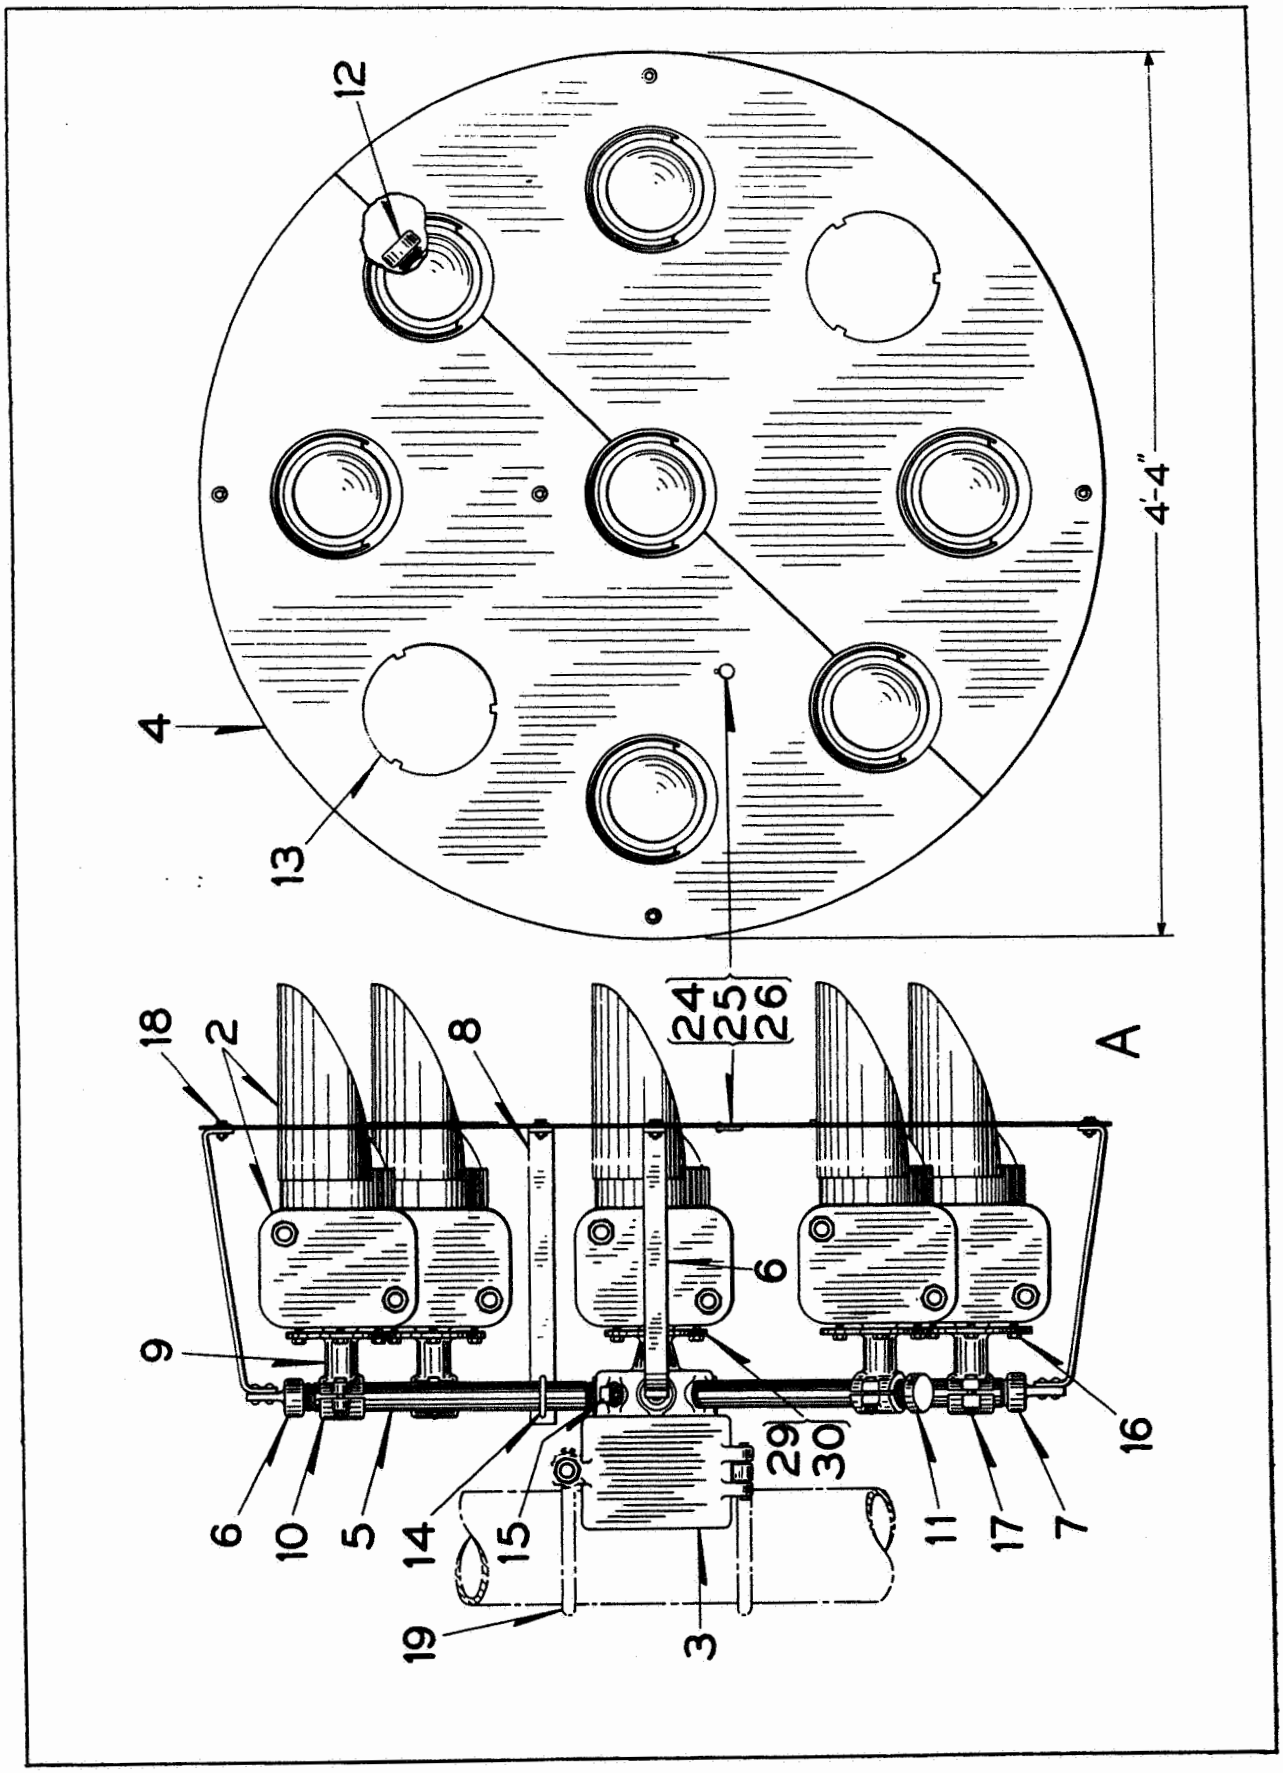

Figure A-1. PL-3 Position Light Signal
(see Figure A-1 for parts location)
A.1 POSITION LIGHT SIGNAL ASSEMBLY N438590 (see Figure A-1 for parts location)